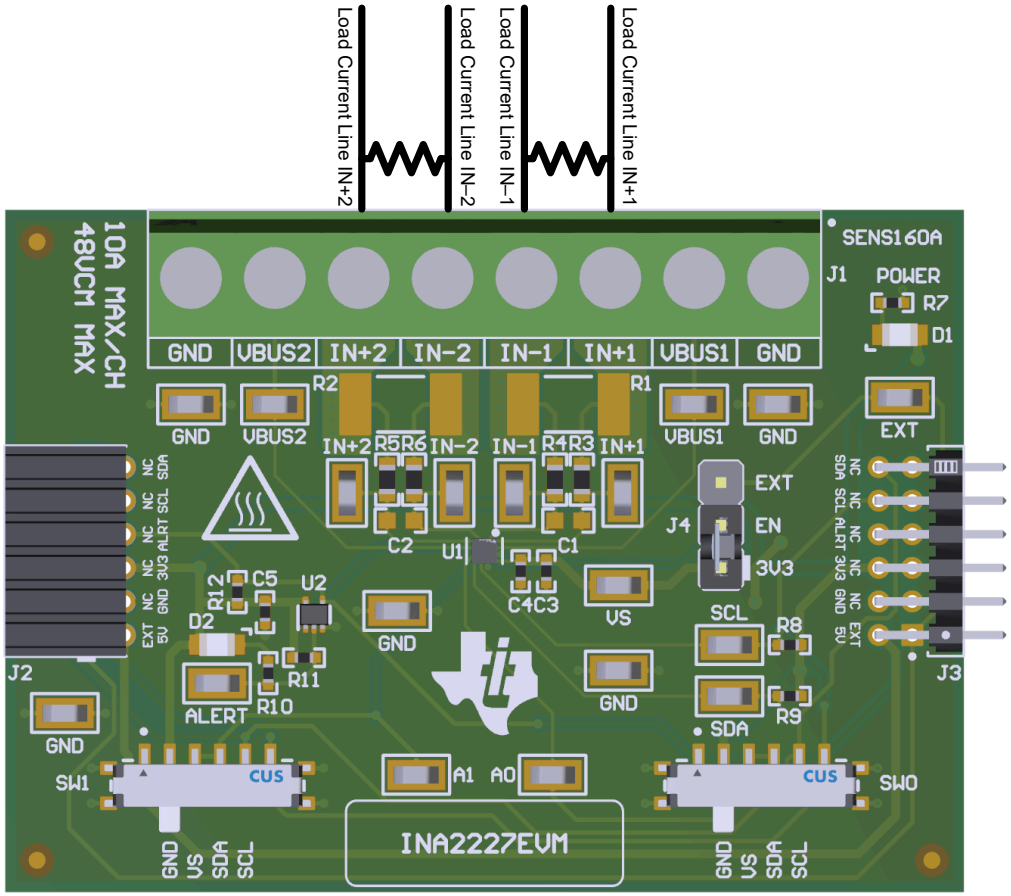

图 2-3. 电流超过 10A 时的 IN+ 和 IN – 布线
b. 在 J1 的 IN+ 和 IN – 端子之间连接一个外部分流器，如 图 2-3 所示。
a. 测量 10A 以上的电流时，确保高电流路径不会穿过 EVM（包括端子块 J1），如 图 2-3 所示。